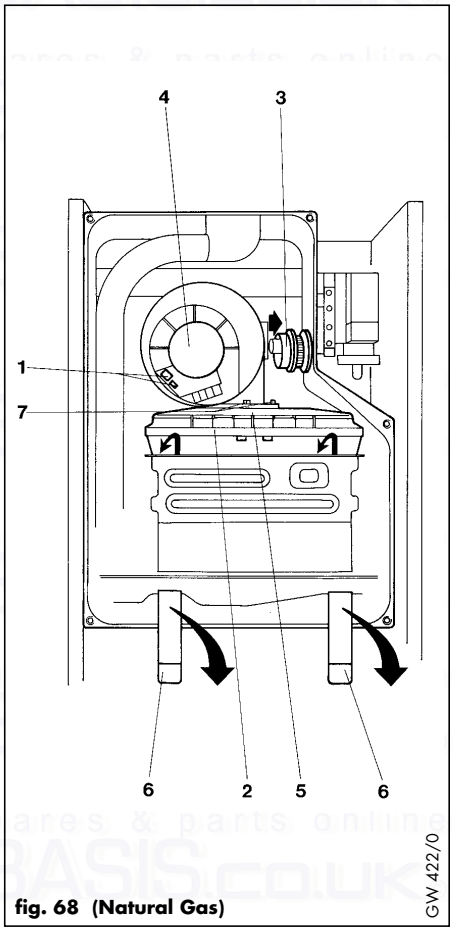

fig. 68 (Natural Gas)
- Remove two securing clips (6, fig. 68) by pulling the top of the securing clip up and forward.